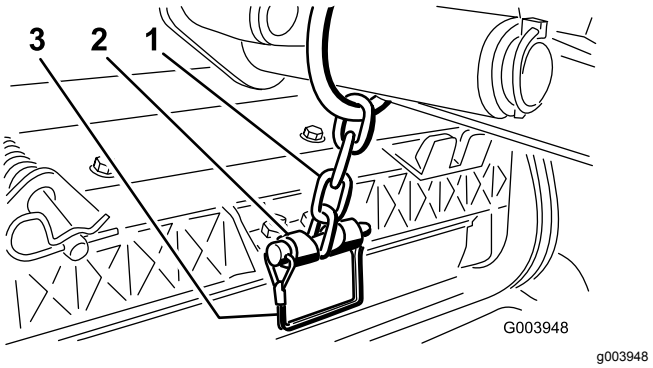

Figur 10
11. Fest løftearmkjedet til kjedebraketten med låsestiften (Figur 10).